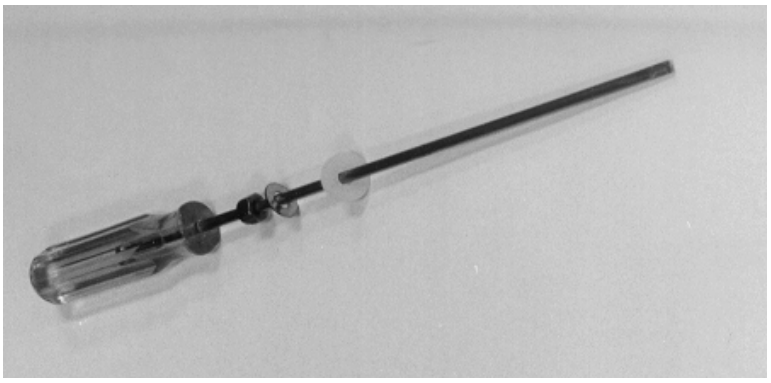
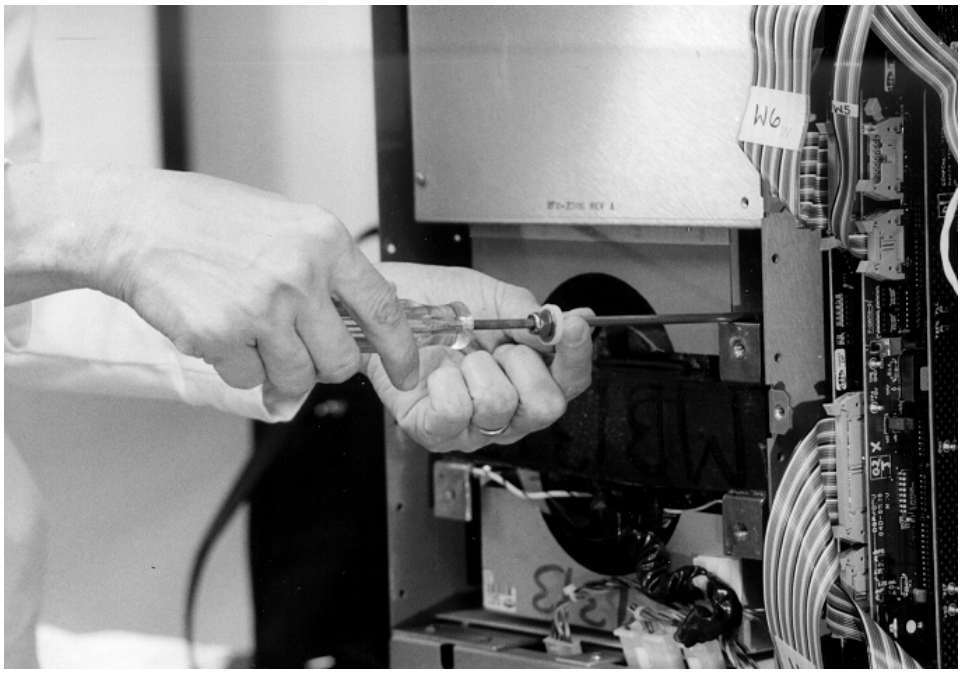

Figure 4.48 Preparing The Screwdriver
Figure 4.49 Guiding the Transformer Mounting Nuts into Position
- Place the elastic stop nuts into position using a 15” screwdriver as a guide. Place a nylon washer, a metal washer, and then the elastic stop nut on the screwdriver (Figure 4.48). Hold these pieces in place while inserting the screwdriver into each corner of the Transformer Assembly (Figure 4.49), then release the washers and nuts.